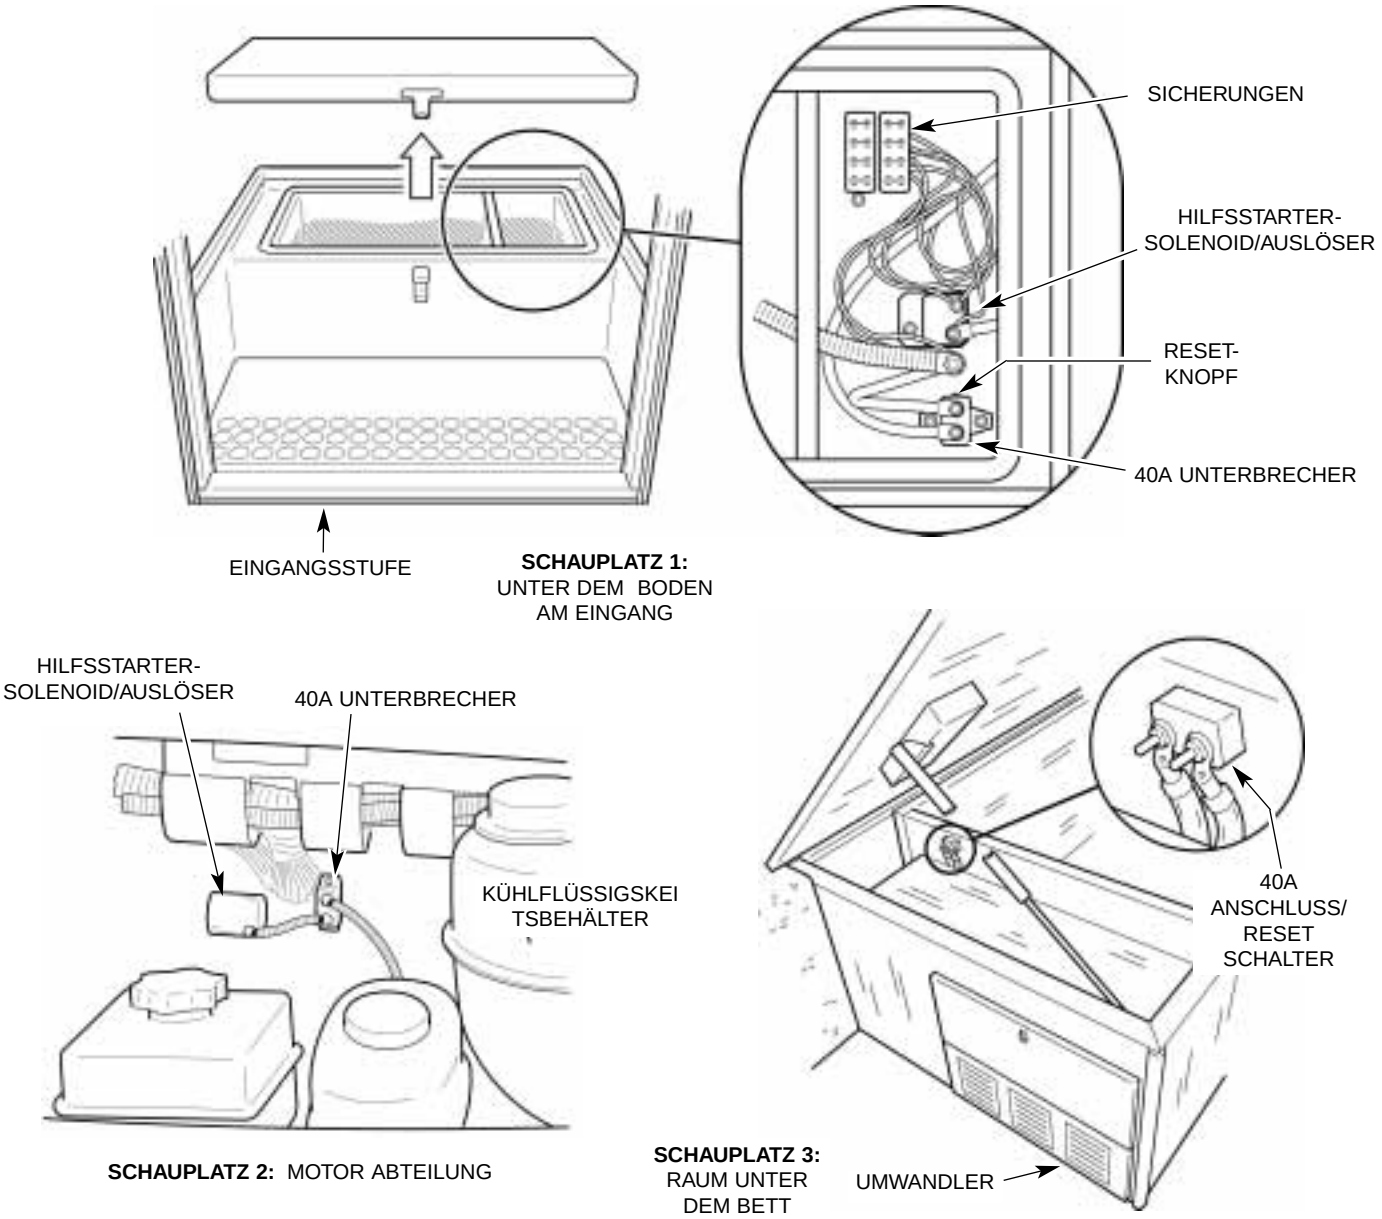

Abb.4 — Weitere Stellen der 40A-Stromunterbrecher
3. Der 40-Am Stromunterbrecher muß sich möglicherweise abkühlen oder zurückgesetzt werden. Abb. 4 zeigt 3 mögliche Stellen für den Anschluss. Dieser Stromunterbrecher muß sich vor dem Zurücksetzen abkühlen. Bei einigen Modellen muß der RESET-Knopf hinunter gedrückt werden. Bei anderen Modellen (ohne RESET-Knopf) schaltet sich der Stromunterbrecher automatisch zurück.